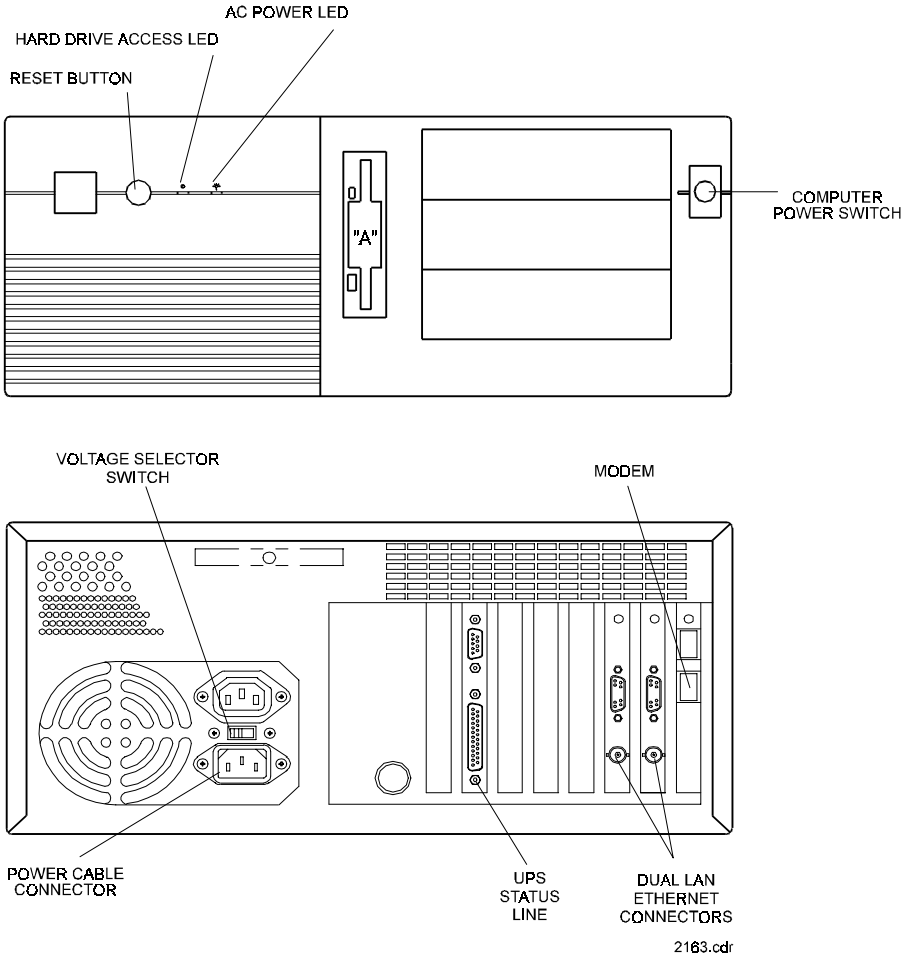

***Figure 5-48. Remote Server Computer***
**Figure 5-48** illustrates the front and rear panel of the remote server computer.